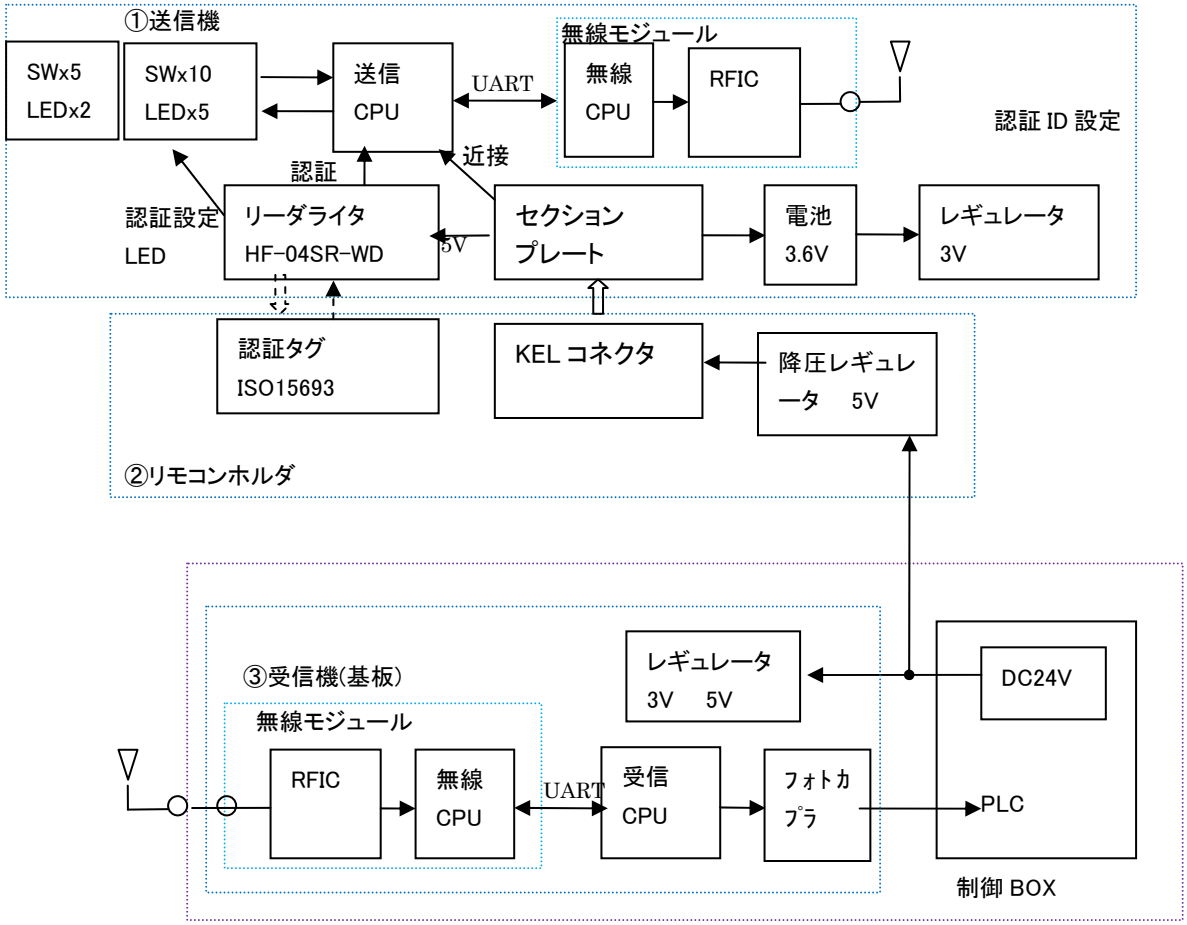

図 2-1
リモコン装置は、図 2-1 のように、①送信機、②リモコンホルダ、③受信機(基板)より構成され、隣の装置が誤動作しないよう、リモコン装置に認証機能を持たせます。